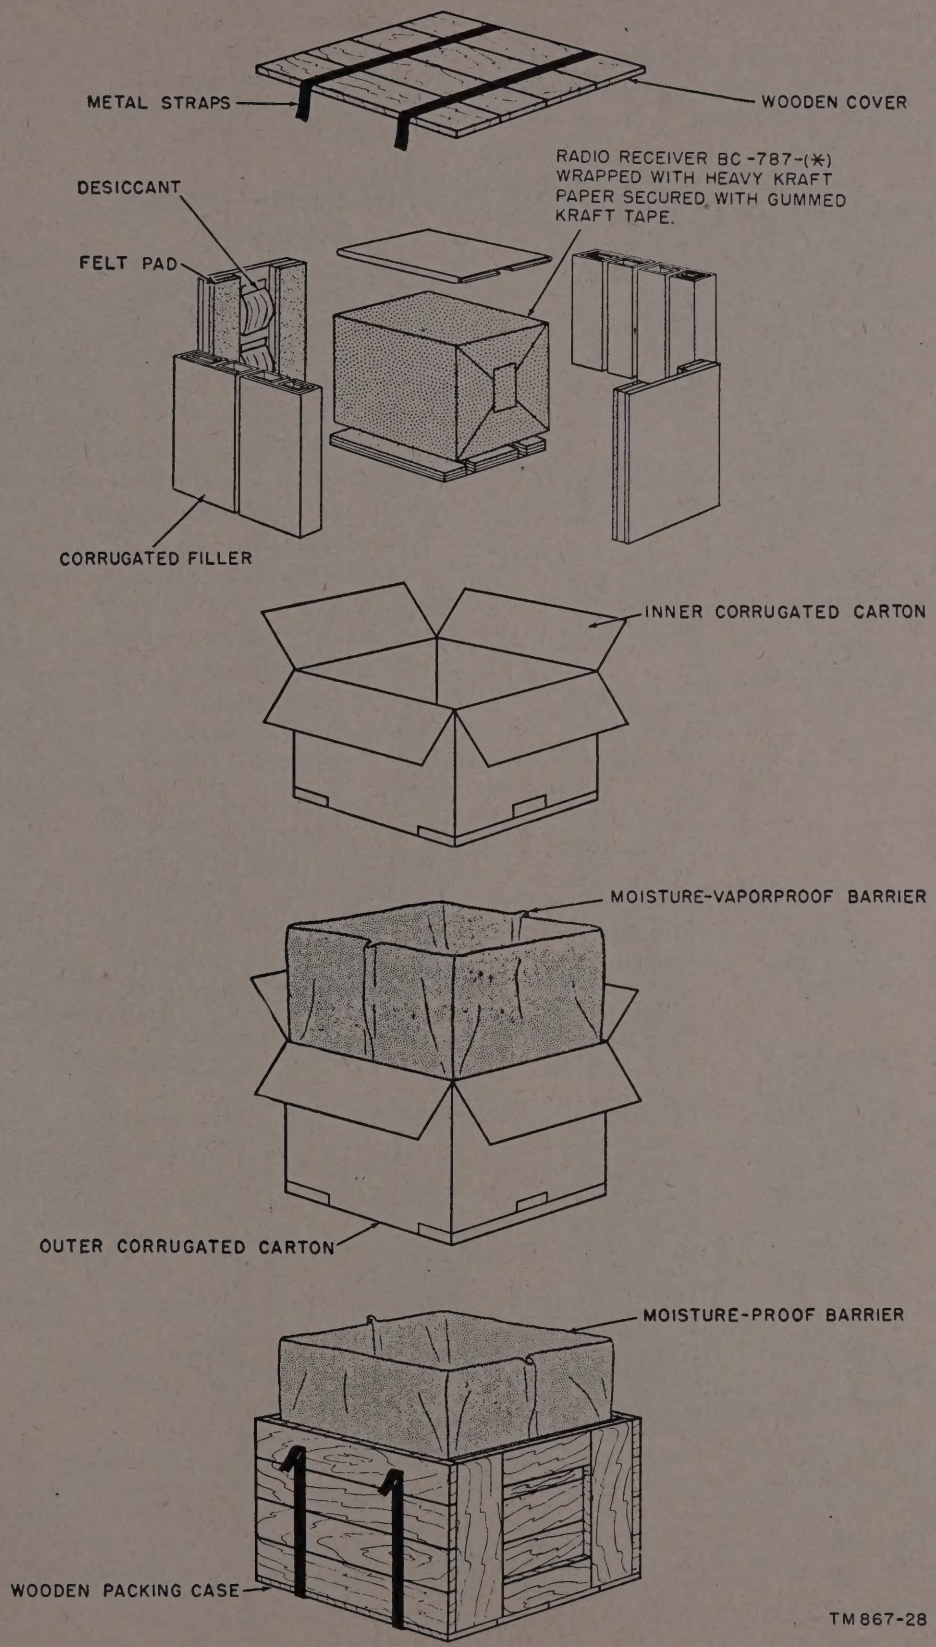

*Figure 2. Packaging and packing of Radio Receiver BC–787–(*).*
(fig. 2)
Radio Receiver BC–787–(*) is packaged as shown in figure 2 for export shipment. Protection from water, moisture, and vapor is provided by the two inner barrier waterproofed packages and the two fiberboard cartons. The front panel of the receiver is protected by a padded wooden frame. All sides of the receiver are padded with corrugated cardboard. Bags of silica gel are placed within the inner covering to aid further in the absorption of moisture. Mounting FT–377–A is packed within the carton with the receiver. The spare parts are packaged in a separate carton and shipped in the package which contains the receiver. The size, volume, and weight of the export crate are indicated in the chart below.
*b. Step-By-Step Instructions for Uncrating and Unpacking Equipment* (fig. 2).
(1) Place the packing crate as near the operating position as convenient.
(2) Cut and fold back the metal straps.
(3) Remove the nails with a nail puller. Remove the top and one side of the packing case. Do not attempt to pry off the sides and top; the equipment may be damaged.
(4) Remove the waterproof containers or the moistureproof barrier, and any excelsior or corrugated paper covering the equipment inside the crate.
(5) Remove the equipment from its carrying case and place it on a workbench or near its final location.
(6) Inspect the equipment for possible damage incurred during shipment.
(7) Check the contents of the carrying case against the master packing slip.